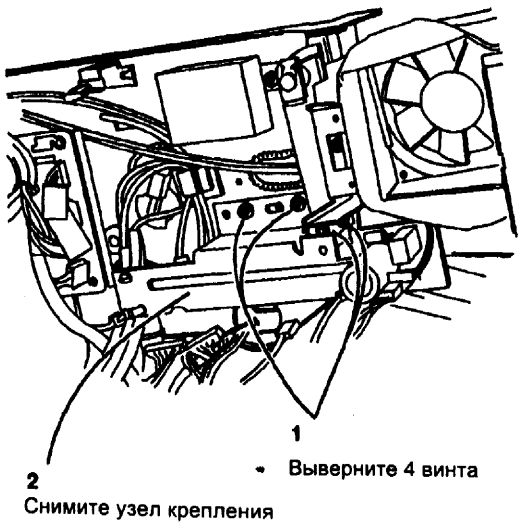

Рис. 1 Снимите узел крепления PWB соленоида лезвия
6. (Рис. 1) Снимите узел крепления PWB соленоида лезвия.